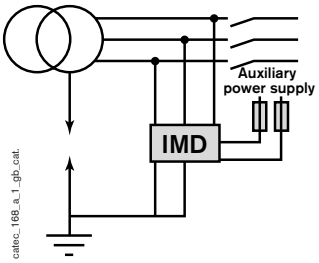

Fig. 4: IMD connection before the master switch
- connection of the IMD before the transformer coupling switch, avoids control systems between IMDs where the networks are coupled (fig. 4),